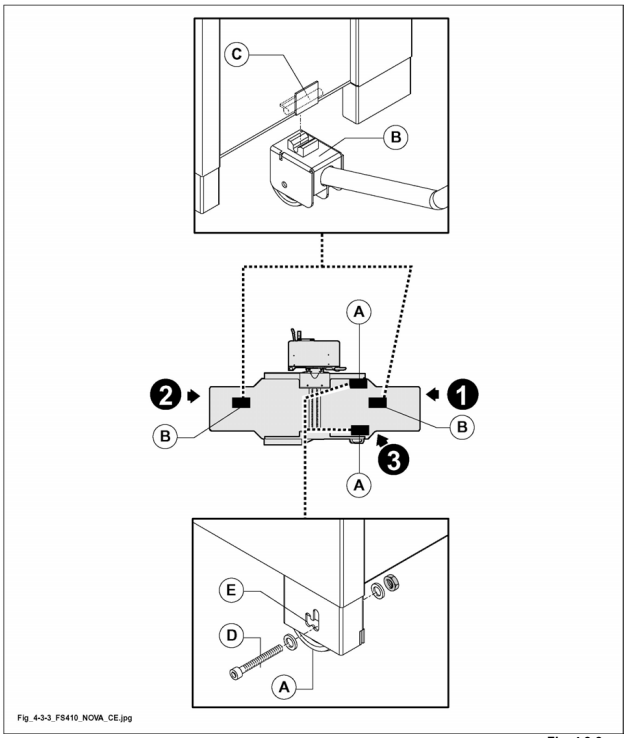

Fig. 4.3-3
- 2 ruote fisse (A fig. 4.3-3).
- 1 leva di spostamento (B fig. 4.3-3).
1) percuotere i lamierini fino ad aprire le forature già predisposte per i supporti (C fig. 4.3-3) e per le ruote fisse (A fig. 4.3-3).
3) montare le ruote fisse (A fig. 4.3-3).
- inserire la leva (B fig. 4.3-3) nel supporto (C fig. 4.3-3) dal lato 1 e utilizzarla come leva per il sollevamento della macchina;
- spostare le ruote fisse (A fig. 4.3-3) nell'asola a fianco (E fig. 4.3-3); se necessita eseguire lo spostamento inserendo una chiave esagonale nella vite (D fig. 4.3-3);
- spostare la leva (B fig. 4.3-3) dalla parte opposta della macchina (lato 2), inserirlo nell'attacco (C fig. 4.3-3) e procedere alla movimentazione della macchina.